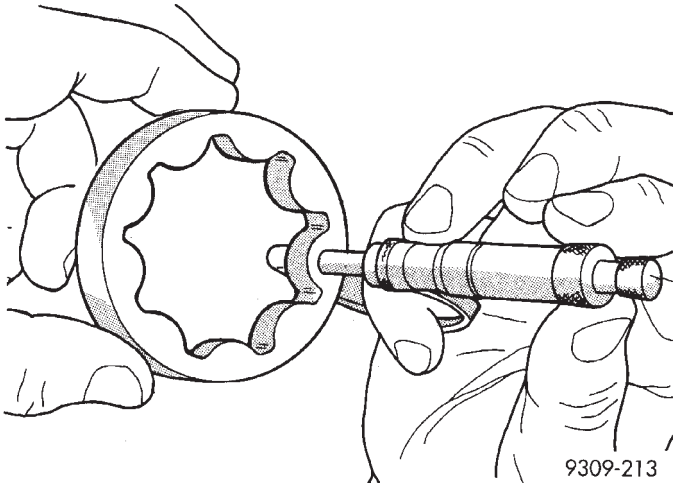

Abb. 129 Dicke des Außenrads messen
(3) Dicke und Durchmesser des Außenrads messen. Beträgt die Stärke des Außenrads 7,64 mm (0,301 Zoll) oder weniger oder ist der Durchmesser kleiner oder gleich 79,95 mm (3,148 Zoll), Außenrad austauschen (Abb. 129).